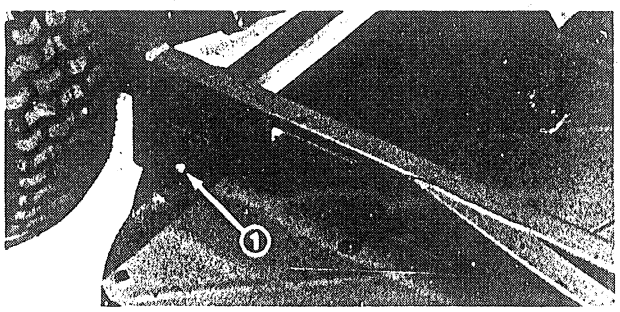

Figure 12
3. Install clevis pins through desired height-of-cut bracket holes and frame to secure cutting unit to frame (Fig. 12). Secure all four pins with hairpins (Fig. 12).